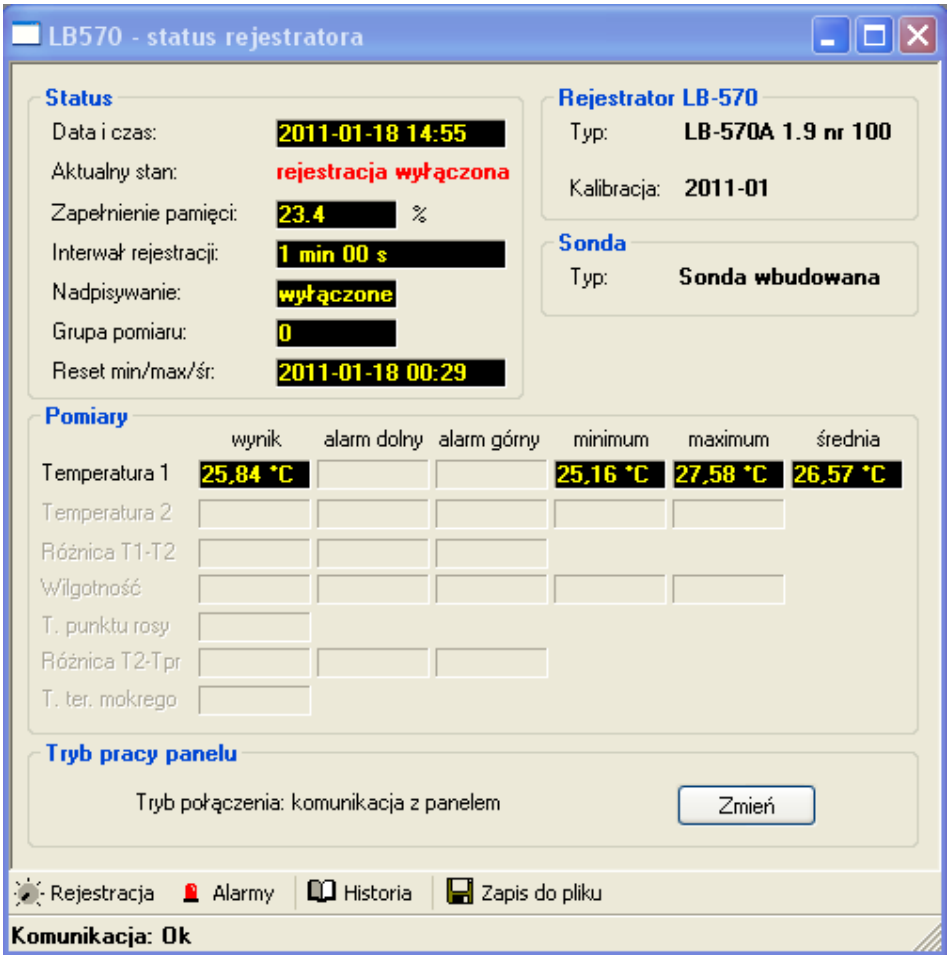

Rys. 4 Przykładowy widok okna (statusu) w programie LOGGER po podłączeniu termometru LB-570A
- Nacisnąć przycisk OK., pojawi się okno statusu LB-570 i rozpocznie się nawiązywanie komunikacji z termometrem (termometr powinien sam się włączyć, jeżeli był wyłączony). Komunikacja powinna zostać nawiązana po kilku sekundach, okno LB-570 zostanie wypełnione odczytami z termometru np. jak na Rys.4, na pasku informacyjnym okna (na dole) powinien wyświetlić się napis **Komunikacja: Ok**. O poprawności transmisji świadczy miganie zielonej diody w konwerterze LB-376A. Na wyświetlaczu LB-570A pojawi się napis:
Aby uruchomić ładowanie baterii przy pomocy konwertera LB-376A należy nacisnąć przycisk Zmień – w prawym dolnym rogu okna statusu termometru (patrz rys.4). Ładowanie baterii uruchomi się automatycznie jeżeli zostanie wykryty niski stan naładowania baterii.
Dodatkowo na dolnym pasku okna (patrz Rys.4) są 4 przyciski
- Wybrać przycisk Zapis do pliku znajdujący się na dole okna Statusu LB-570 (patrz Rys. 4).